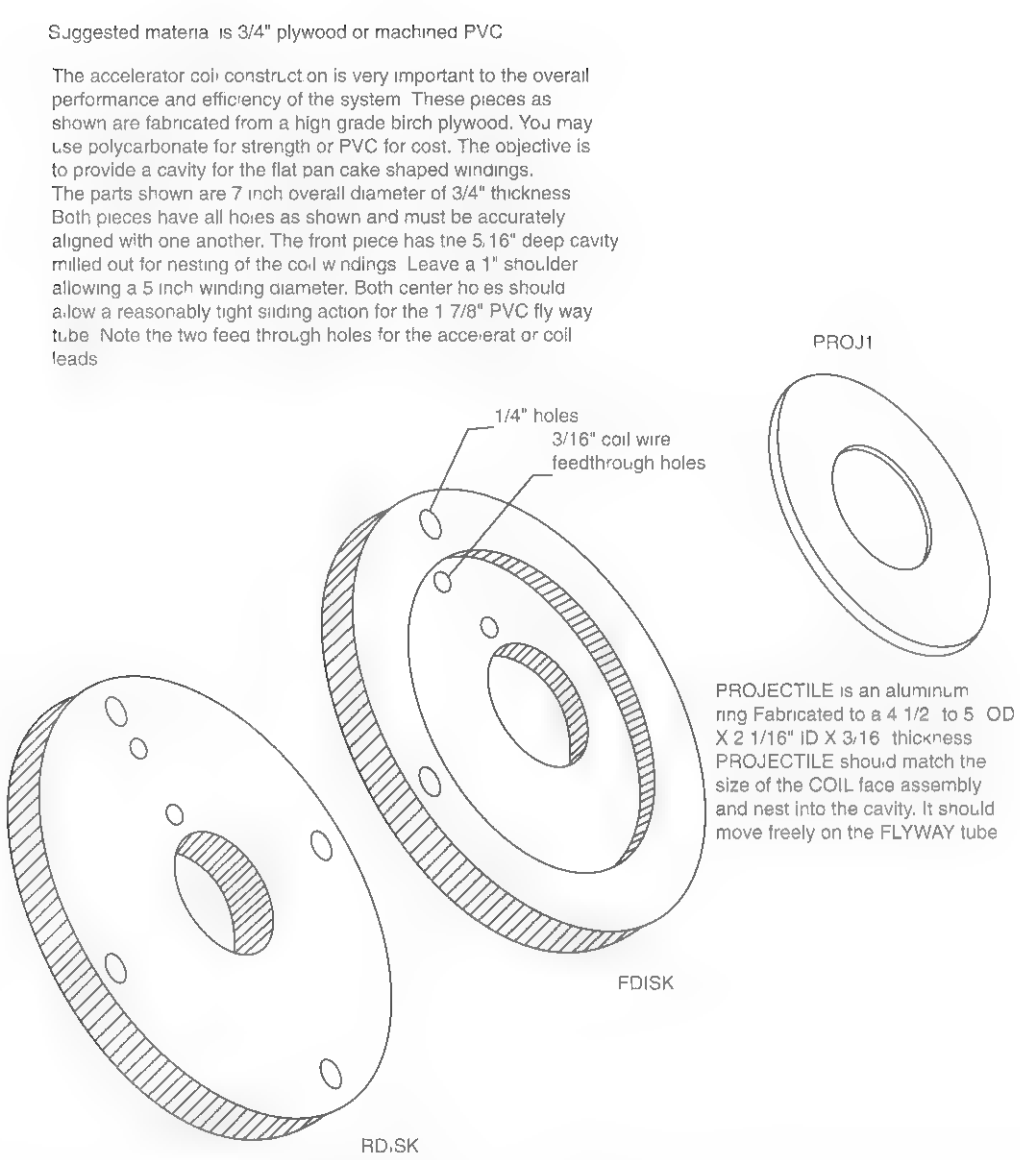

Figure 16-12 *Fabrication of the accelerator coil holder*
18. Fabricate the front and rear disk section, as shown in Figure 16-12. You may also fabricate the projectile (PROJ1) from a piece of aluminum, as shown.
19. Wind the coils, as shown in Figure 16-13. It is a good idea to study Figures 16-12, 16-13, and 16-14 before attempting this step. Make sure to leave connection leads that are a minimum of 10 inches long.